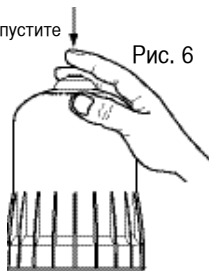

Рис. 6
- Нажмите на кнопку спуска в верхней части колпака (Рис. 6).